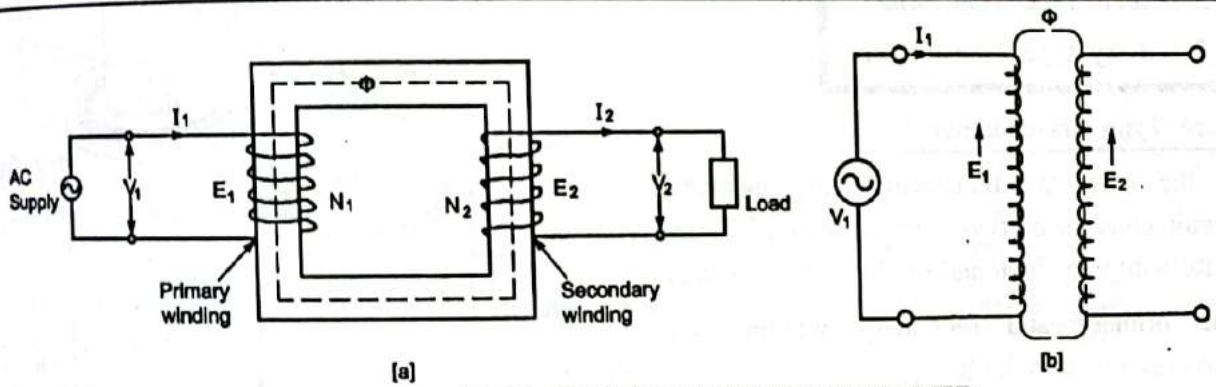

FIG. 3.8 : WORKING PRINCIPLE OF TRANSFORMER
- A simple form of a transformer is shown in Fig. 3.8. It consists of two separate windings placed over the laminated silicon steel core.
- When an alternating voltage $V_1$ is applied to the primary winding, the current $I_1$ flows in it producing magnetic flux $\phi$ in the core as shown in Fig. 3.8.